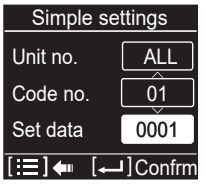

Fig. 7-1-5
(5) Select the “Set data” (Fig. 7-1-5) by pressing the ∨ or ∧ button.